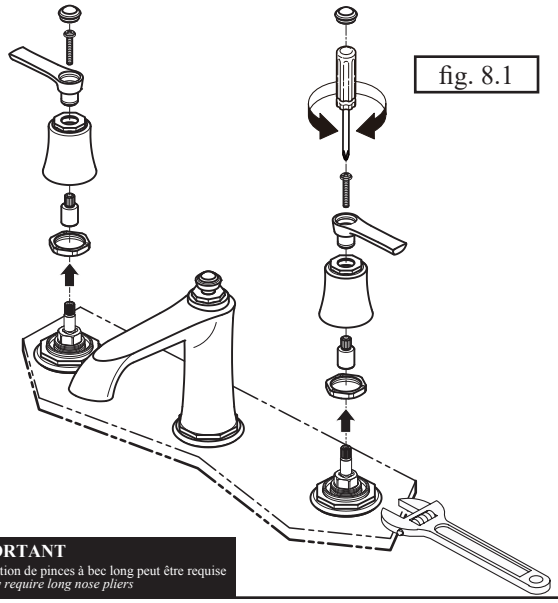

fig. 8.1
- Serrer la cartouche à l'aide d'une clé à molette (fig.8.1).
- *Tighten the cartridge using adjustable wrench (fig. 8.1).*